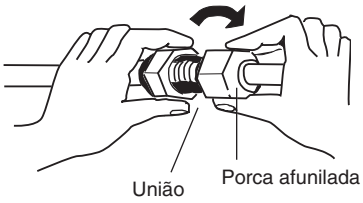

Fig. 5-5
(3) Para uma ligação apropriada, alinhe o tubo de união e o tubo afunilado em linha recta entre si e, em seguida, aparafuse a porca afunilada ligeiramente para obter um contacto de união suave. (Fig. 5-5)